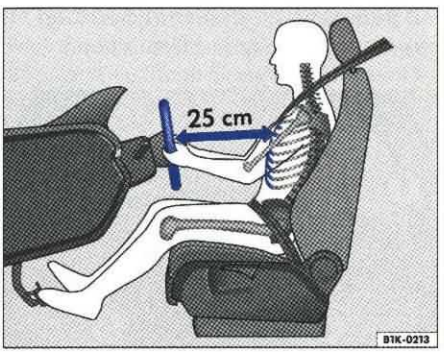

Rys. 19 Odstęp kierowcy od kierownicy powinien wynosić co najmniej 25 cm.
– Kierownicę ustawić w taki sposób, aby uzyskać wybrane położenie ⇒ rys. 19.
niej 25 cm ⇒ rys. 19, Jeżeli minimalna odległość nie zostanie zachowana, system poduszek bezpieczeństwa nie będzie chronił – zagrożenie dla życia!